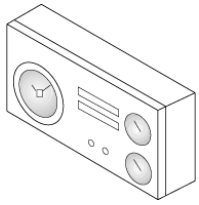

рис. 4.1
– Отрегулируйте термостат температуры в помещении (если он установлен) на нужную температуру (приблизительно 20°C) (рис. 4.1).